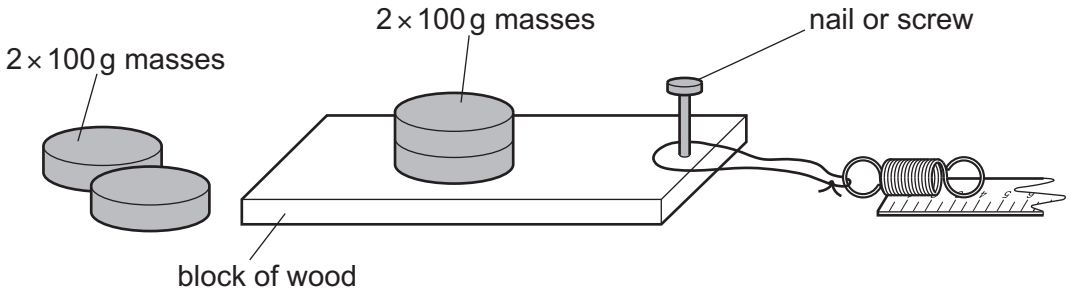

**Fig. 1.1**
**1.** A flat piece of wood with approximate dimensions 15 cm × 4 cm and a thickness of between 1 cm and 2 cm is suitable. A small nail or screw must be fastened at one end as shown in Fig. 1.1. The screw should be approximately 1 cm in from the middle of one narrow end. The loop must be placed over the nail or screw.
**2.** One expendable steel spring, with an unstretched length of approximately 21 mm and a spring constant of approximately 25 N / m, e.g. Philip Harris catalogue number B8G87194. The thread must be made into a loop of approximate length 10 cm and tied to the spring as shown in Fig. 1.1.
**3.** The ruler should be fixed to the bench with the adhesive putty and the apparatus arranged as shown in Fig. 1.1.
The supervisor should ensure that all the apparatus is in the arrangement shown in Fig. 1.1.